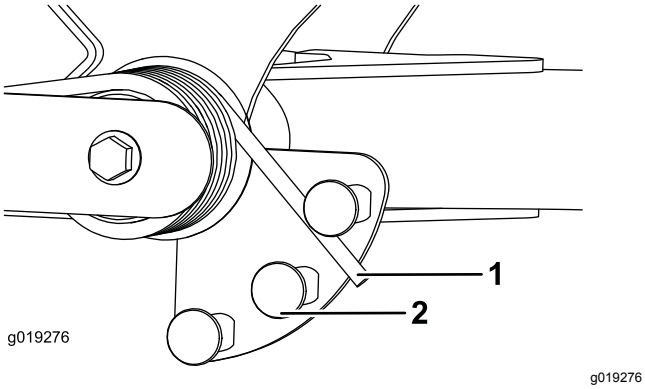

Figur 37
2. Sätt ett rör eller liknande på den långa fjäderänden och vrid det runt fjäderdonet till önskat läge (Figur 37).